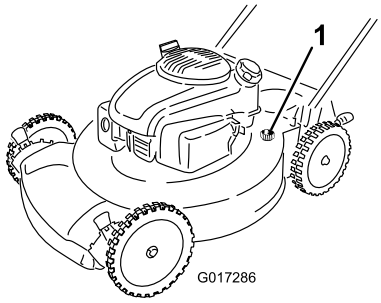

Figure 23
4. Branchez un tuyau d'arrosage, relié à une arrivée d'eau, au raccord de lavage du carter de la machine (Figure 23).